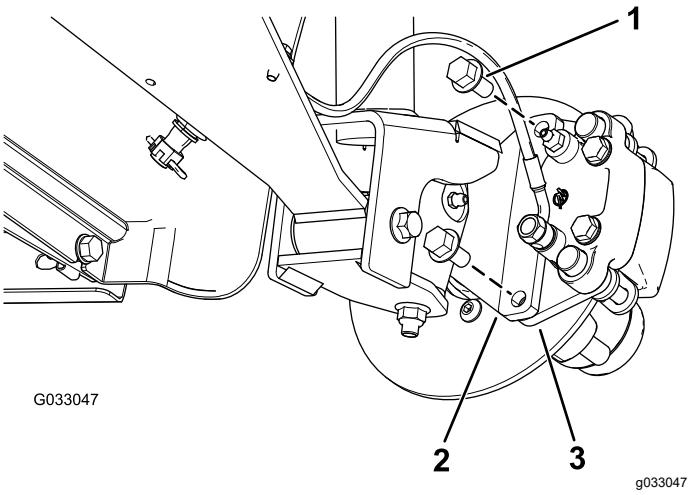
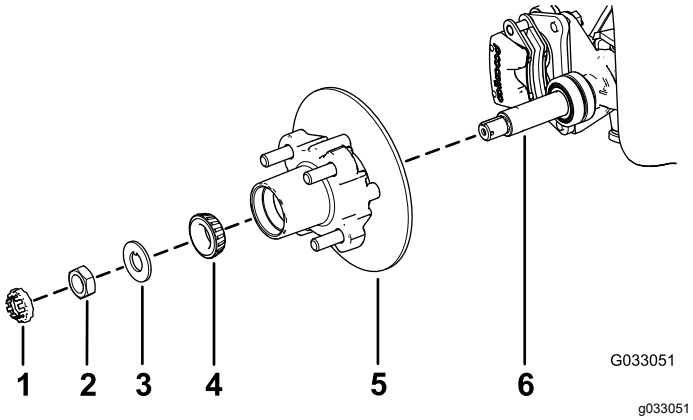

Figur 26
Figur 30
3. Fjern flenshodeboltene (3/8 x 3/4 tomme) som fester braketten for bremseenheten til spindelen og skiller bremsen fra spindelen (Figur 26).
1. Påfør et tynt, lett lag av det angitte smørefettet på spindelen (Figur 30).
2. Monter nav og rotor på spindelen med rotoren på innsiden (Figur 30).
3. Monter det utvendige lageret på spindelen, og plasser lageret i det utvendige setet (Figur 30).
4. Monter skiven med tapp på spindelen (Figur 30).
5. Skru spindelmutteren på spindelen, og stram til mutteren med et moment på 15 Nm mens du roterer navet for å sette lagrene på plass (Figur 30).
2. Innrett bremseklossene på begge sider av rotoren (Figur 26) og hullene i kaliperbraketten med hullene i bremsemonteringen på spindelrammen (Figur 30).
3. Monter kaliperbraketten til spindelrammen (Figur 26) ved hjelp av de to flensehodeboltene (3/8 x 3/4 tomme).